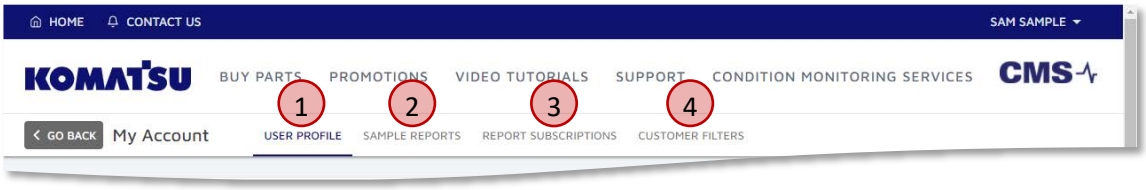

Figure 9.2 CMS Account Page
The CMS Account page is then displayed (Figure 9.2). We have 4 pages, arranged into tabs, which provide us the ability to update and configure our account. These tabs are discussed in the following sections:
1. User Profile (① in Figure 9.2) – Section 9.1
2. Sample Reports (② in Figure 9.2) – Section 9.2
3. Report Subscriptions (③ in Figure 9.2) – Section 9.3
4. Customer Filters (④ in Figure 9.2) – Section 9.4